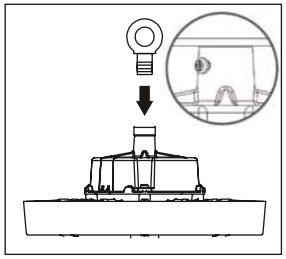

Рис. 1
5.11.2 Вставьте рым-болт из комплекта поставки осветительного прибора в специальное отверстие с резьбой в верхней части корпуса и надежно затяните, затем надежно затяните установочный винт, чтобы предотвратить ослабление крепления рым-болта (рис. 1).